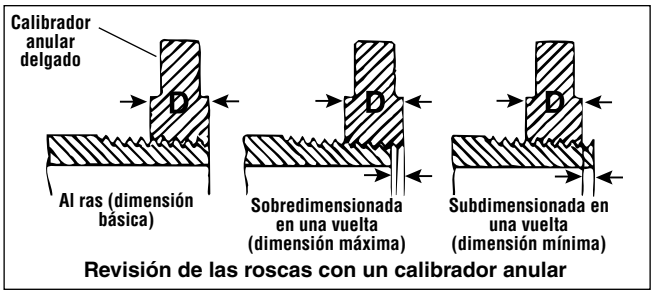

Figura 16 – Revisión del tamaño de la rosca
3. Inspeccione el tamaño de la rosca. El método preferido para revisar el tamaño de la rosca es mediante un calibrador anular. Hay calibradores anulares de diversos estilos; su uso puede ser diferente a lo que se muestra en la *Figura 16.*